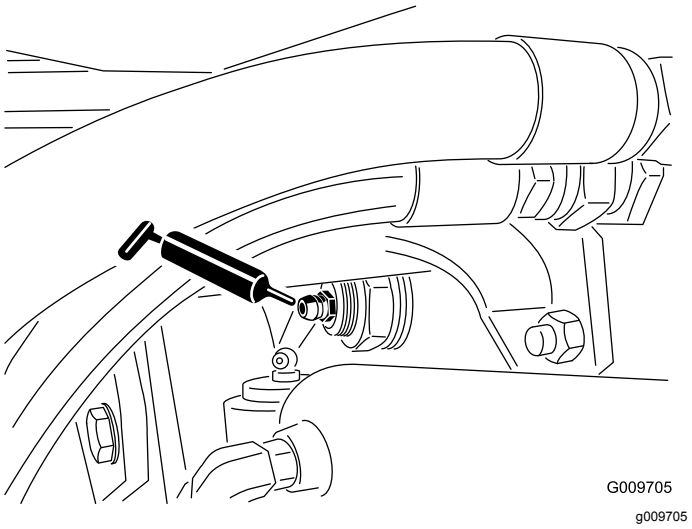

Figur 44
- Bakakselens tapphylser (2) (Figur 44)